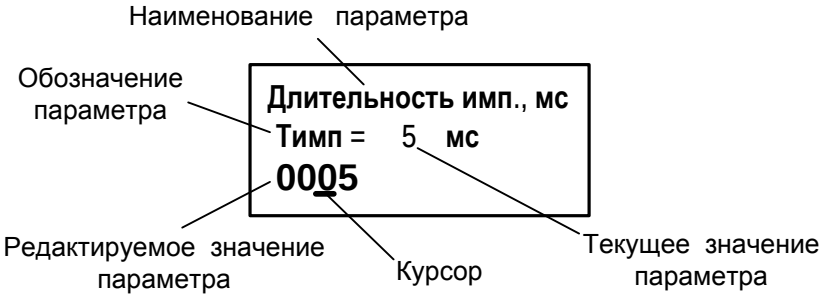

Рис.3. Вид окна индикации установочного параметра.
1.1.4. Для ввода значений большинства установочных параметров необходимо использовать специальное окно, которое раскрывается после активизации строки меню с наименованием соответствующего параметра (рис.3).